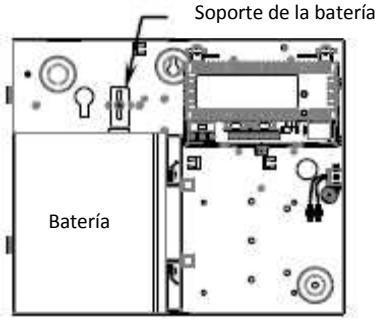

Fig. 4 GEN3-08-A
13) Coloque la batería como se muestra en la Fig. 4 a, evitando los espadines de conexión a picas de tierra y los tornillos de sujeción de tapa. Ajuste el soporte de la batería para mantener la batería en su posición.